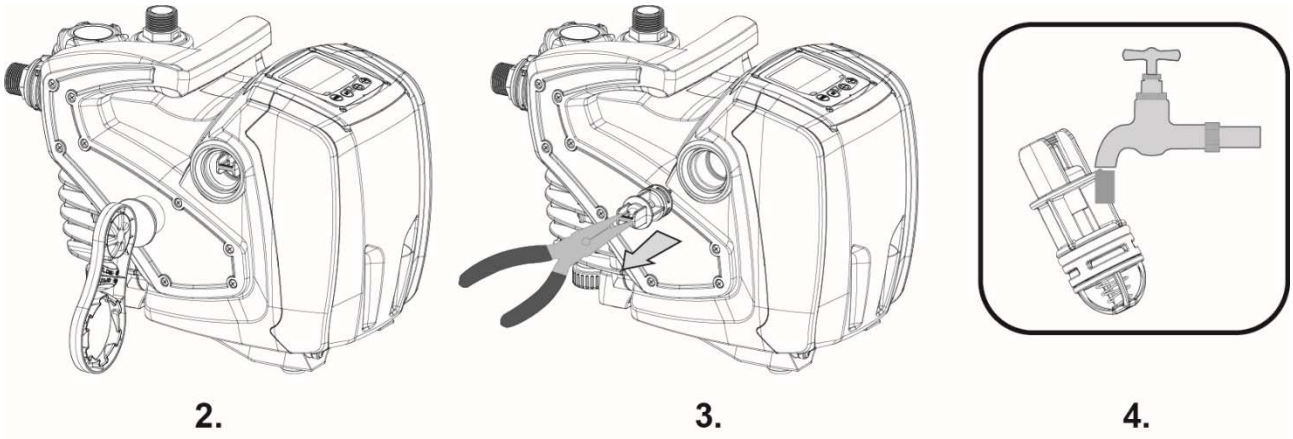

Afb. 8
2. Draai de ontluchtingsdop volledig vast: indien het patroon nog niet volledig in de zitting zat, zal hij tijdens het vastdraaien correct worden gepositioneerd (Afb.8);
3. haal met behulp van een tang de patroon van de terugslagklep, zonder hem te draaien, door hem vast te pakken aan de speciaal hiervoor aangebrachte brug (Afb. 8): hiervoor kan een zekere kracht nodig zijn;
5. plaats de complete patroon vervolgens opnieuw in zijn zitting: dit ver-eist de kracht die nodig is om de 2 O-ringen (Afb. 8);
6. Draai de ontluchtingsdop volledig vast: indien het patroon nog niet volledig in de zitting zat, zal hij tijdens het vastdraaien correct worden gepositioneerd (Afb.8).